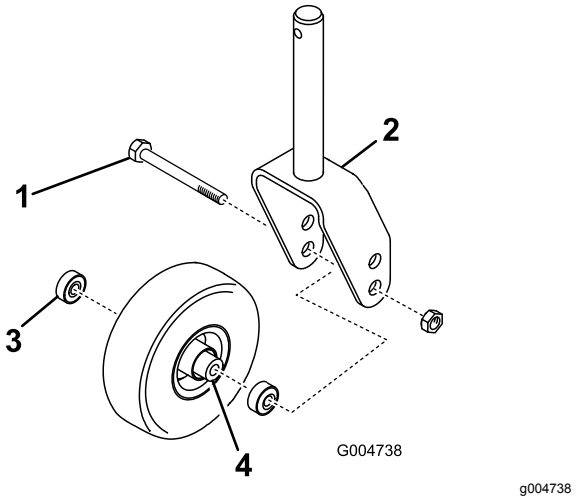
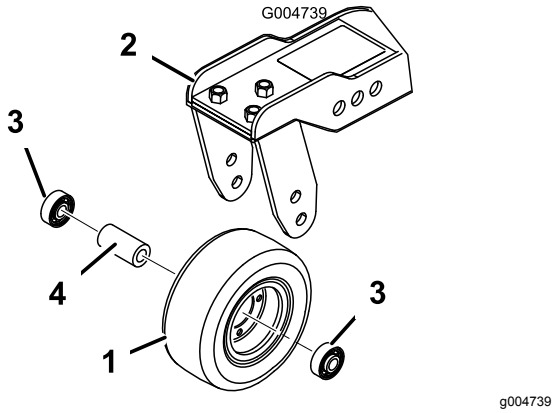

Figuur 75
Figuur 76
1. Verwijder de borgmoer van de bout waarmee de zwenkwielset is bevestigd in de zwenkwielvork (Figuur 75) of in de draaiarm van het zwenkwiel (Figuur 76).
3. Verwijder het lager uit de wielnaaf en laat het lager eruit vallen (Figuur 75 en Figuur 76).